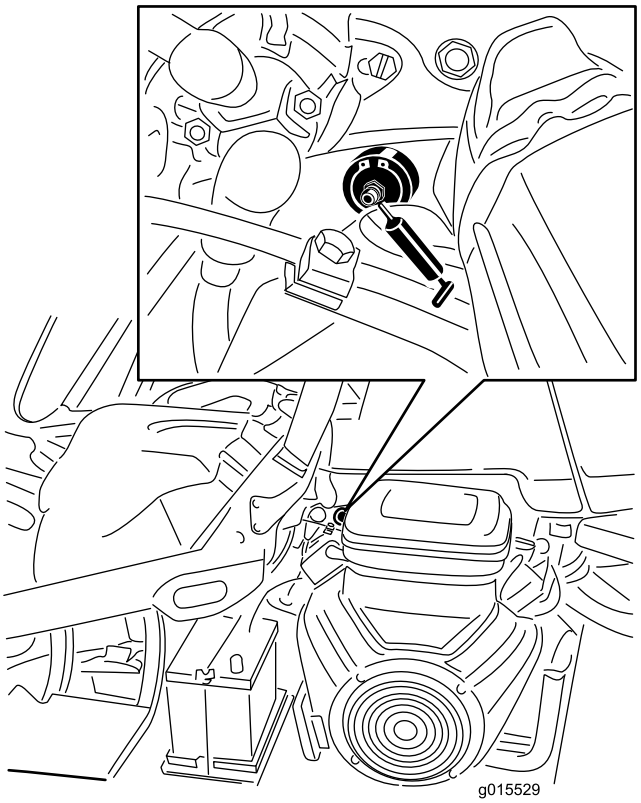

Figuur 42
1. Veeg de smeernippel schoon zodat er geen ongerechtigheden kunnen binnendringen in het lager of de lagerbus (Figuur 42).